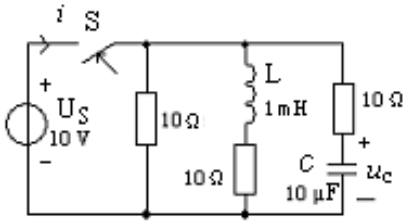

图3
3. 在图3所示电路中，开关S在 t=0 瞬间闭合，若 $u_C(0_-) = 0$ V，则 $i(0_+) =$（　）。